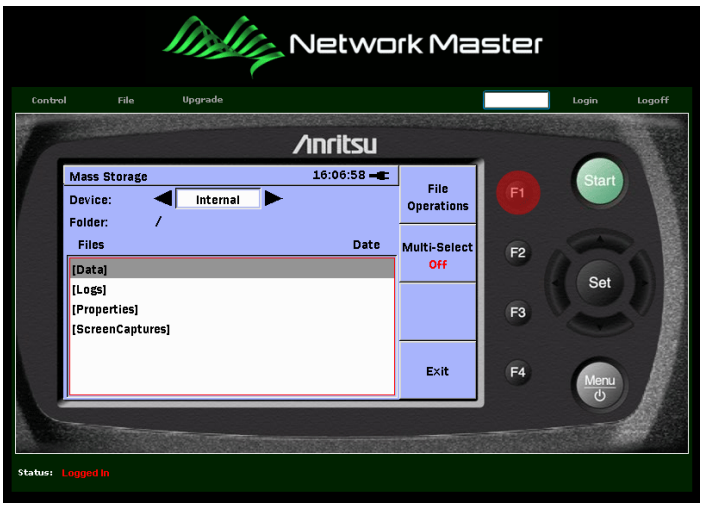

Figure 10.4-3 Remote GUI (When F1 Key Selected)
2. A red circle appears when the mouse cursor is located over any of the graphic front-panel keys (F1, F2, F3, F4, Start, Set, Menu, Up, Down, Left, and Right) as shown in Figure 10.4-3.